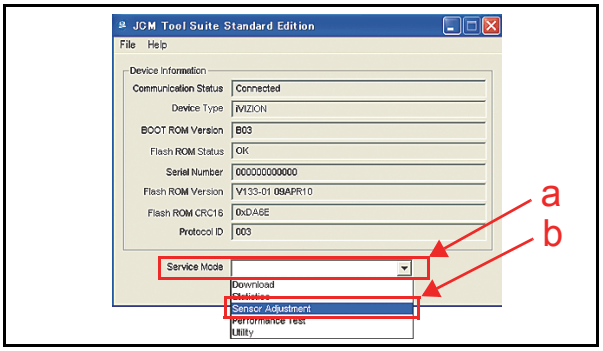

Figure 6-35 JCM Tool Suite Standard Edition Screen 3
4. Launch the "JCM Tool Suite Standard Edition" Application. The "**JCM Tool Suite Standard Edition**" Screen shown in Figure 6-35 will appear when the application becomes active.
5. Mouse-click on, and hold-down the "Service Mode" Pull-down Menu Selection (See Figure 6-35 a) and slide-down to select the "Sensor Adjustment" from within the Pull-Down Menu (See Figure 6-35 b).